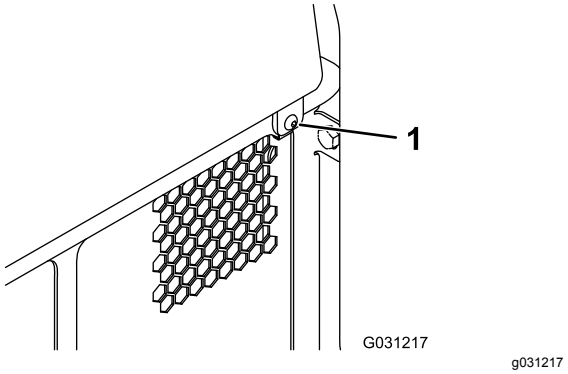

Rysunek 41
1. Zdejmij element mocujący (Rysunek 41).
2. Unieś tylną pokrywę dostępową, aby uzyskać dostęp do elementów wewnętrznych (Rysunek 41).